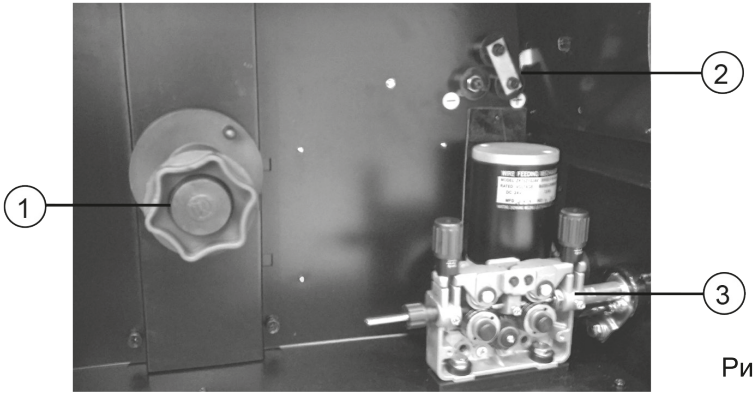

Рис. 5
Клеммы для переключения режимов «MIG/MAG с газом/ FLUX без газа» - используются для изменения режима работы аппарата: «сварка с газом» или «сварка без газа». На заводе клеммы установлены для работы аппарата с газом стандартной проволокой (перемычка установлена на плюсовую клемму). При использовании порошковой (FLUX) проволоки необходимо поменять режим работы аппарата на «сварка без газа». Для этого необходимо перемычку перекинуть на минусовую клемму (Рис. 5)
4. Откройте отсек механизма подачи проволоки. Открутите пластмассовую гайку-фиксатор на адаптере катушки и установите катушку с проволокой на адаптер катушки (поз.1, Рис. 5). Зафиксируйте катушку на адаптере гайкой.